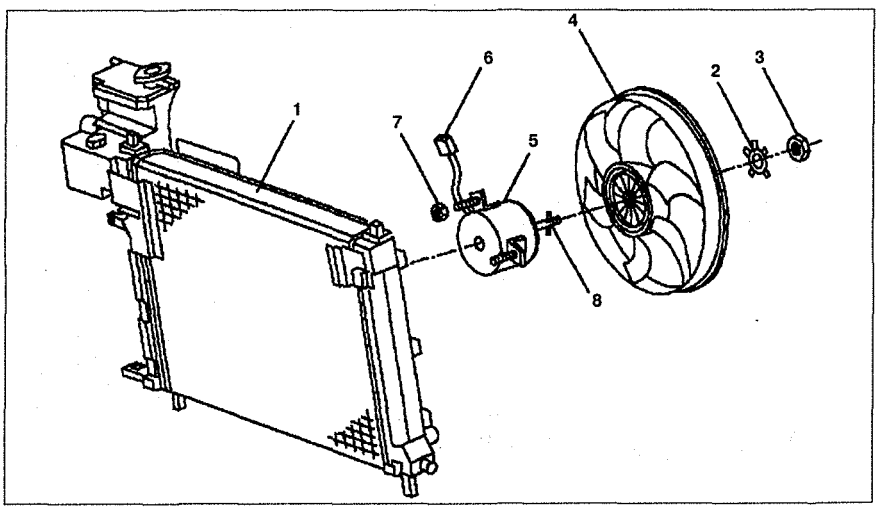

Рис. 3.33. Вентилятор системы охлаждения:
1. Снимите радиатор **1** (см.рис. 3.33).